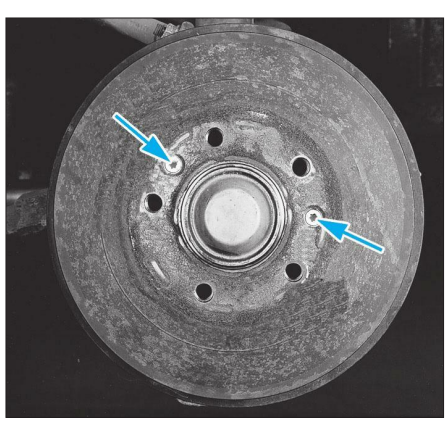

**Fig. 6**
• Déposer les deux vis de fixation du tambour (**Fig.6**).